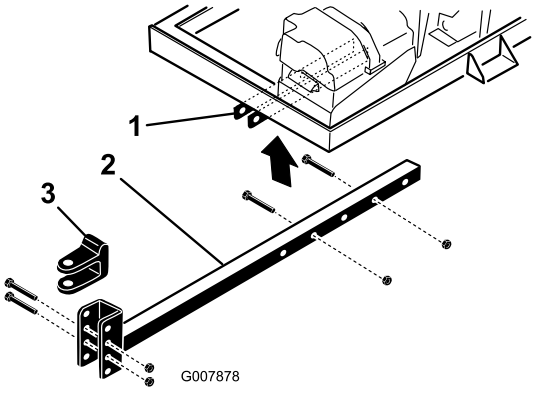

Figuur 7
2. Plaats de trekhaakbuis in de framesteunen (Figuur 7). Bevestig de buis aan het frame met 2 bouten (3/8 x 3 inch) en flensmoeren (3/8 inch).
- Verwijder de bouten en sluitmoeren waarmee de trekhaak is bevestigd (Figuur 7) aan de trekhaakbuis.
- Verwijder de bouten en de moeren waarmee de trekhaakbuis is bevestigd aan de framesteunen (Figuur 7).